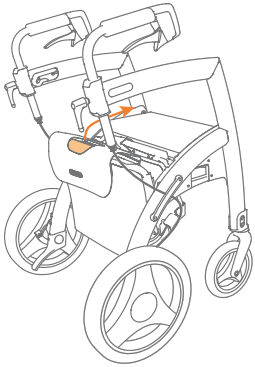

Figure 33: Pull the backrest upwards and forwards.
b. To convert the walker to a transport chair, the transport chair package needs to be pulled up. Take the handle of the transport chair and pull slightly up and towards the front until halfway up the frame **(Figure 33)**.